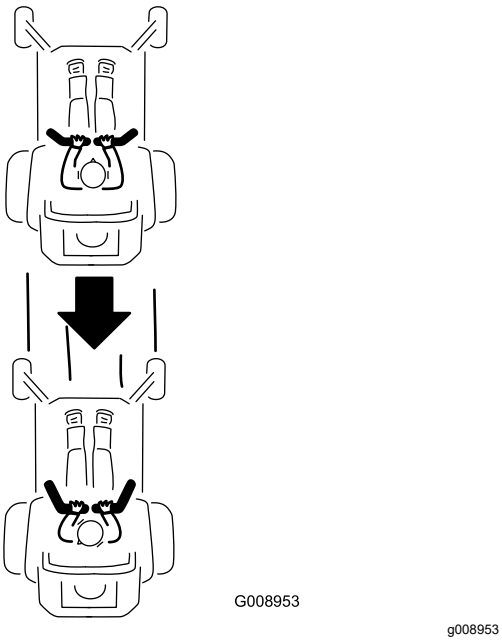

Figura 24
2. Para andar para trás, puxe as alavancas de controlo do movimento lentamente para trás (Figura 24).